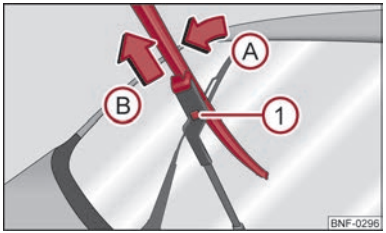

Fig. 30 Windscreen wiper blade
– Raise the windscreen wiper arm from the windscreen and slightly tilt the windscreen wiper blade towards the wiper arm, arrow Ⓐ ⇒ Fig. 30.
– With the other hand, unlock the safety ① and remove the windscreen wiper blade in the direction of the arrow Ⓑ.